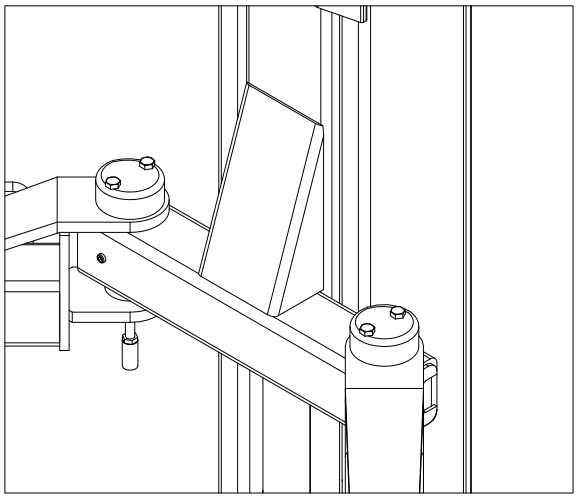

Fig. 37
• Appuyer sur le bouton de montée et lever les chariots à environ 70 cm du sol. Appuyer ensuite sur le bouton de verrouillage. METTRE L'INTERRUPTEUR PRINCIPAL (IG) SUR 0 ET COUPER L'ALIMENTATION DU PONT.
• Placer les bras dans les supports des chariots et introduire les axes dans les trous des supports, comme indiqué à la fig. 37. L'orientation d'entrée des deux bras doit correspondre à celle du véhicule.